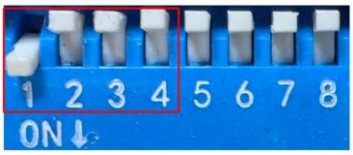

图 6.44 外部航模 PWM 开环拨码开关设置
- 将拨码开关设置为 SW4=OFF（选择开环运行模式），SW1=ON，SW2= OFF，SW3= OFF（选择外部航模 PWM 控制方式），如图 6.44。